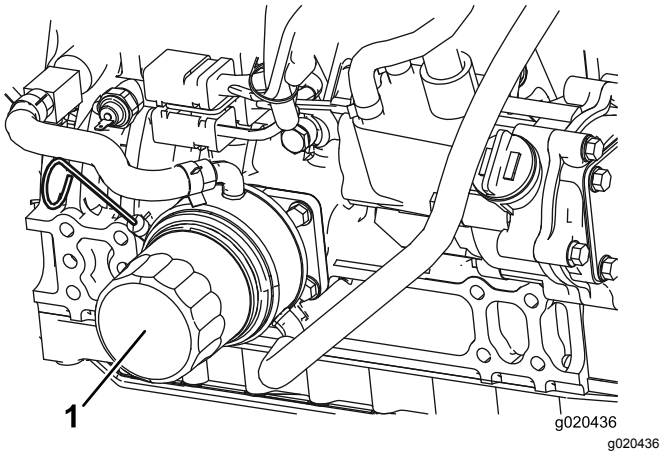

Figuur 49
2. Verwijder het oliefilter (Figuur 49).